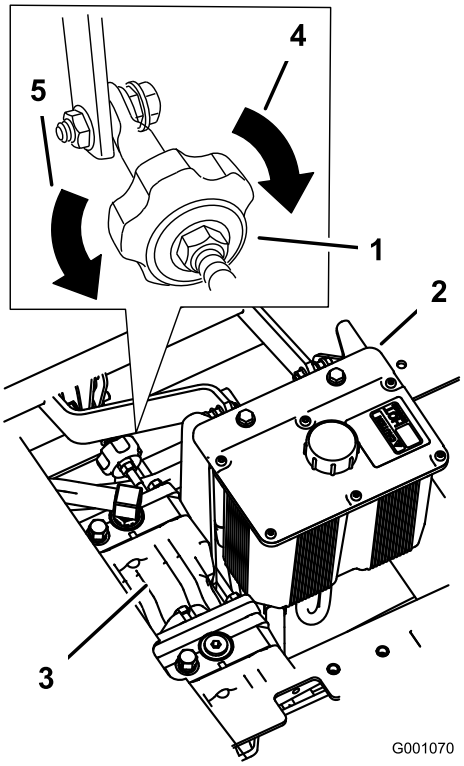

Figuur 56
4. Als de machine naar links trekt, draait u de knop naar de rechterkant van de machine. Zie Figuur 56.
5. Als de machine naar rechts trekt, draait u de knop naar de linkerkant van de machine. Zie Figuur 56.